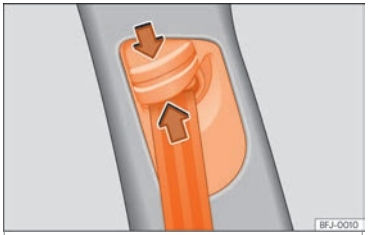

Fig. 94 Junto a los asientos delanteros: regulador de la altura del cinturón.
- Mantenga presionado el dispositivo-guía en el sentido de la flecha ››› fig. 94.